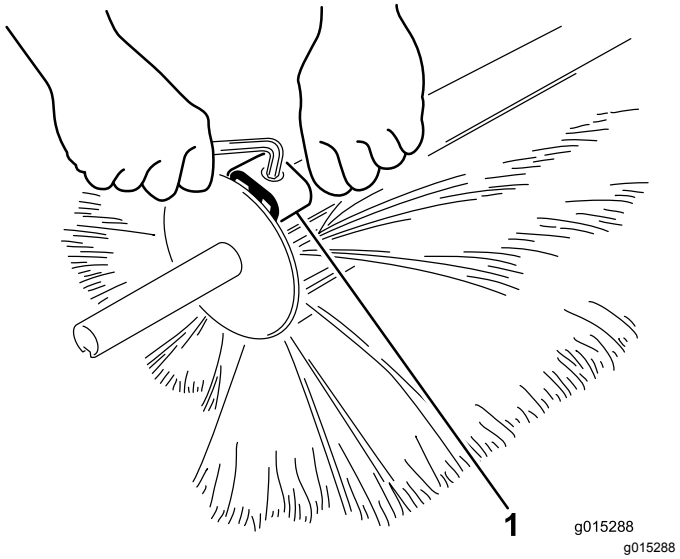

**Figur 29**
3. Lossa klämmorna med en insexnyckel och ta bort dem från borsthalvorna (Figur 29).